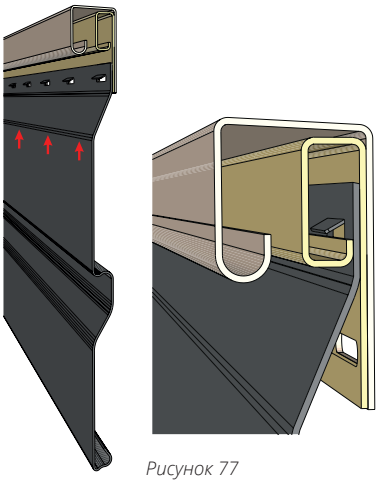

Рисунок 77
17.3 Если сайдинг под завершение приходит ближней полкой к обрешетке (рис. 77), подрезанная панель сайдинга с предварительно сделанными насечками, вставляется в финишную планку.